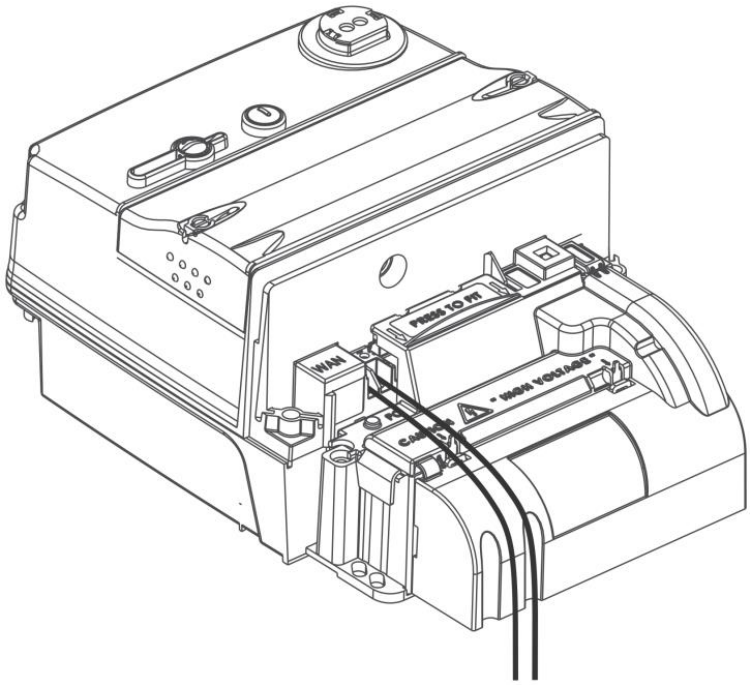

Figure 9: Pulse output 1 connection for wire routing
5. Replace and fit the secondary terminal cover. Now, insert the cables into the slots of Pulse Output 1, as shown in Figure 9.